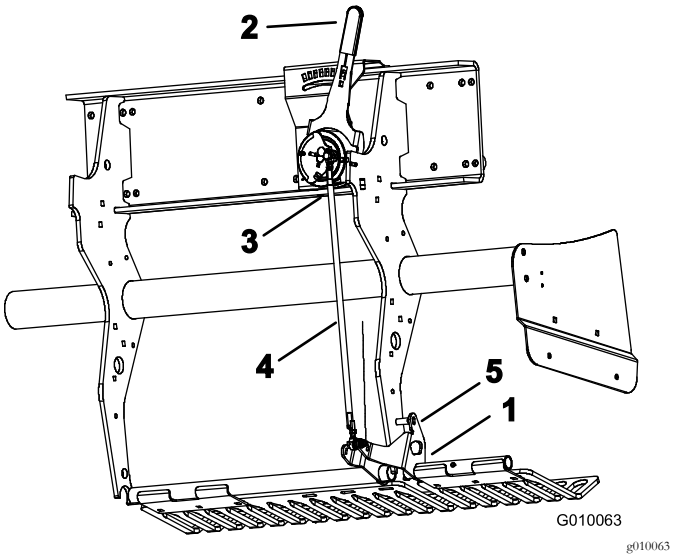

Figur 58
2. Drej det venstre plæneafskærmningsmonteringsbeslag (Figur 58) op, indtil der kan sættes en låsestift (5/16 borestang eller bolt) ind mellem beslaget og det dybdeindstillingsrør, der er svejset fast på rammen.
3. Flyt håndtaget til indstilling af tinedybden (Figur 58) til H-positionen (dybeste).
4. Afbryd den udvendige kuglekontakt (Figur 58) fra ledningsnettet (hoved lavt-kontakt).
5. Løsn kontramøtrikkerne (venstre og højre) på dybdejusteringsforbindelsesstangen (Figur 58).